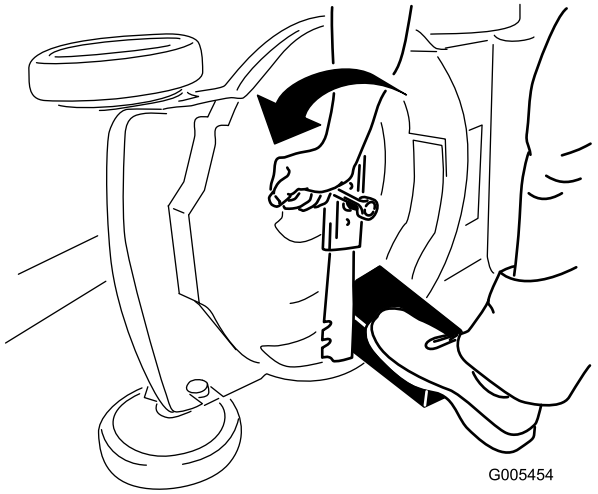

Figur 20
3. Brug en træklods til at holde kniven fast (Figur 20).
4. Afmonter kniven, men gem alle monteringsbolte og -møtrikker (Figur 20).